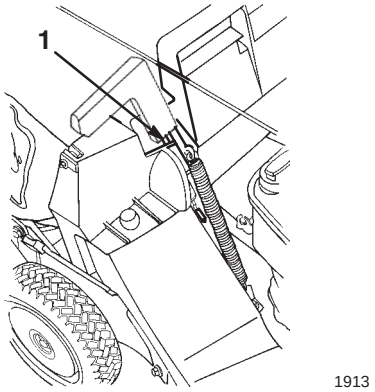

Bild 15
5. Ziehen Sie den Griff an der Auswurfkanalklappe nach vorne, schieben Sie ihn dann nach hinten, bis der Stift in die Korbaussparung einrastet (Bild 15).